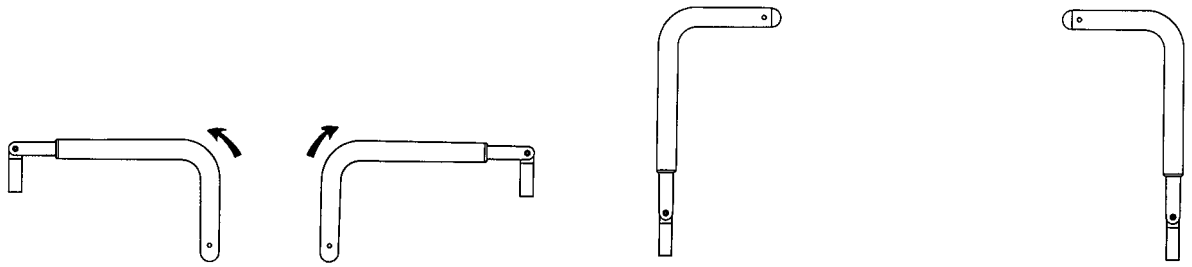

Figura 4 – Posizionamento delle maniglie di spinta del lato testa
1. Fare ruotare verso l'alto le maniglie dall'estremità del prodotto (Figura 4).